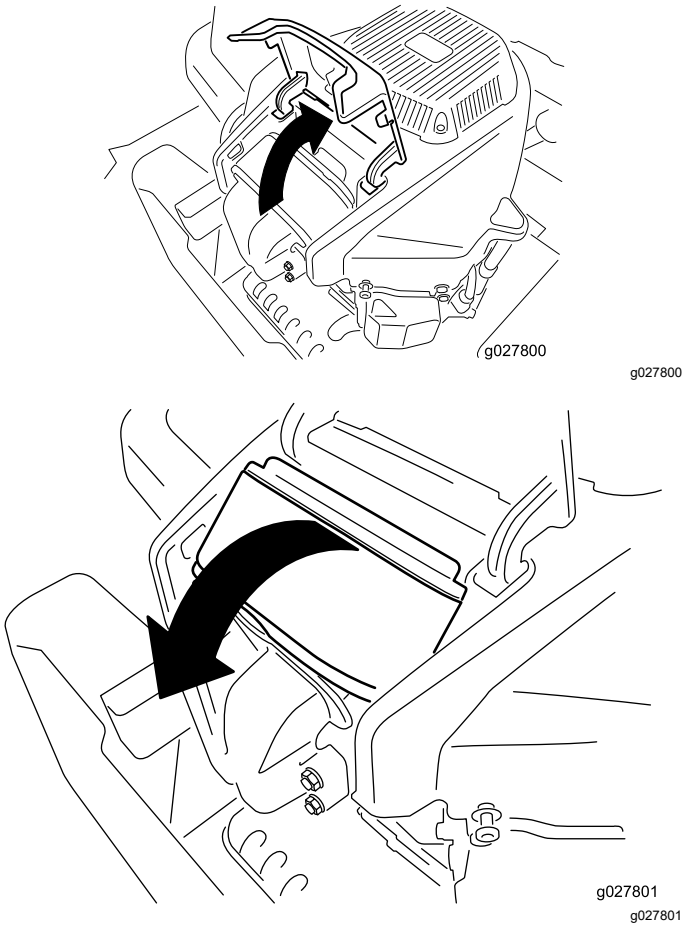

Figur 38
4. Lyft kåpan och vrid luftrenaren ut ur motorn (Figur 38).